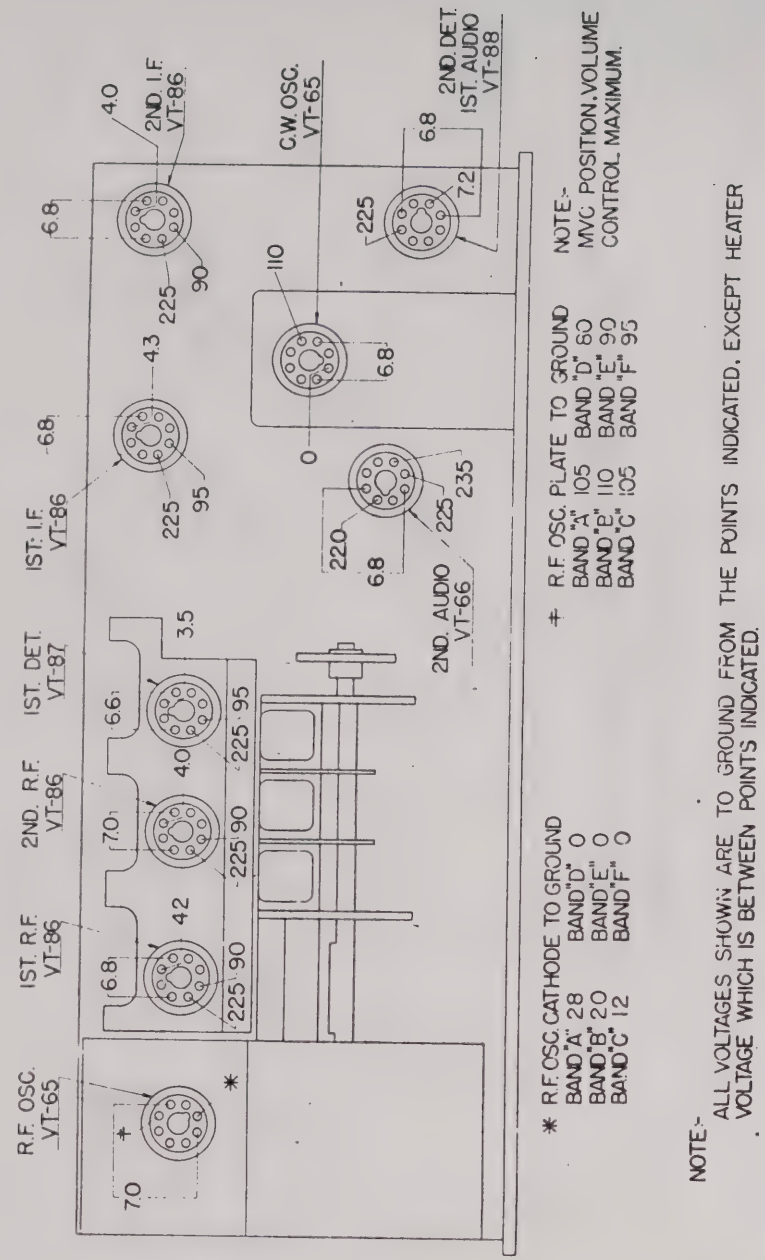
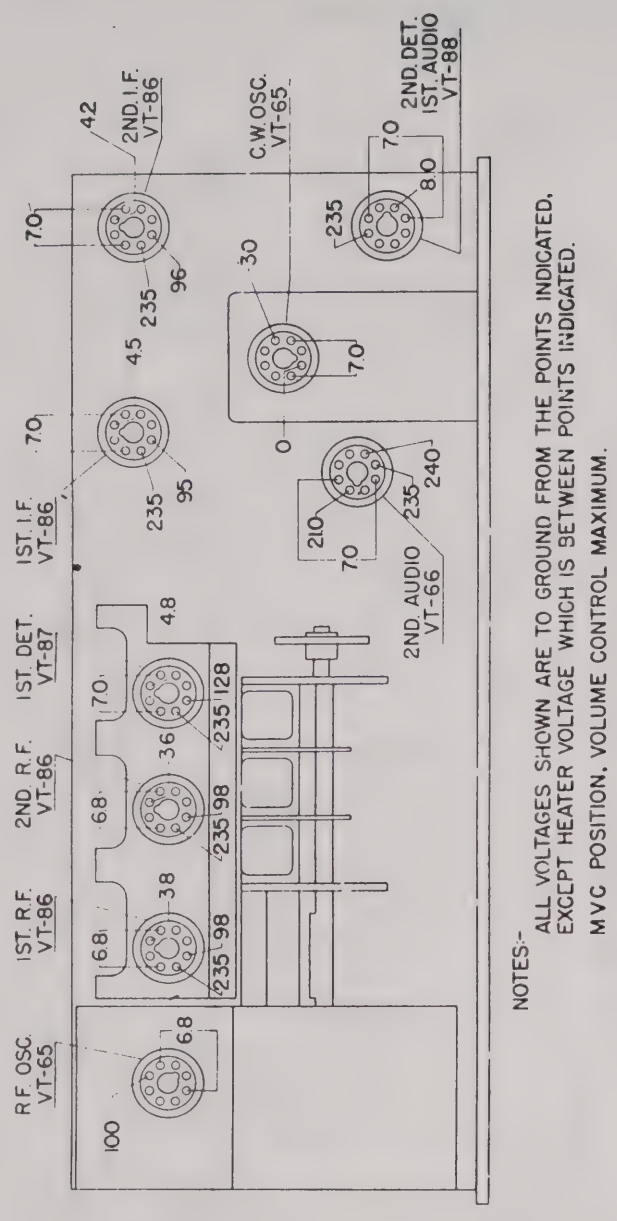

Figure 24.—Tube socket voltage measurements for BC-312-(*) using adapter with Test Set I-56- series.
Figure 26.—Tube socket voltage measurements for BC-314-(*) using adapter with Test Set I-56- series.
a. Figures 24, 25 and 27 show tube socket voltage measurements for high-frequency units, and figures 26 and 28 those for medium-frequency units, made with Test Set I-56- series. These voltages are not critical, and considerable variation may be expected from receiver to receiver. However, if voltages vary greatly from those indicated, further tests should be made to locate the cause and remedy it. The input voltage to the 12 to 14 volt units should be adjusted to 14 volts; in the 24 to 28 volt units to 28 volts; and in receivers using 110 to 120 volt, 50 to 60 cycle alternating current, to either 110 or 120 volts, depending on the adjustment described in paragraph 10c. Socket voltages will vary depending on actual input voltages
(1) Check the plate voltage against the values shown in figures 24, 25, 26, 27 or 28. This oscillator is dependable and rarely gives trouble. However, to be absolutely sure of the check, remove the first detector tube from its socket and twist a bare end of an insulated wire, 2 to 3 feet long, around the injector grid pin of the tube. Be careful not to short the bare end to another pin. This is pin No. 5 counting clockwise from the key of the locating pin when looking at the bottom of the tube. Reinsert the tube in its socket, leaving off the grid cap, and place the wire on the bench near the Frequency Meter SCR-211- series. For each position of the receiver band change switch, set the frequency meter to a frequency about the center of that band. Turn the receiver tuning knob and listen for heterodyne signals in the frequency meter. These indicate that radio frequency oscillator output is present. Remove the wire and replace the grid cap before proceeding.
(2) There is a quicker alternate method for checking the radio frequency oscillator. With the oscillator Tube VT-65, in the socket, tap the grid terminal with the point of a lead pencil. The oscillator is functioning if a popping noise is heard each time the grid is tapped with a pencil point.